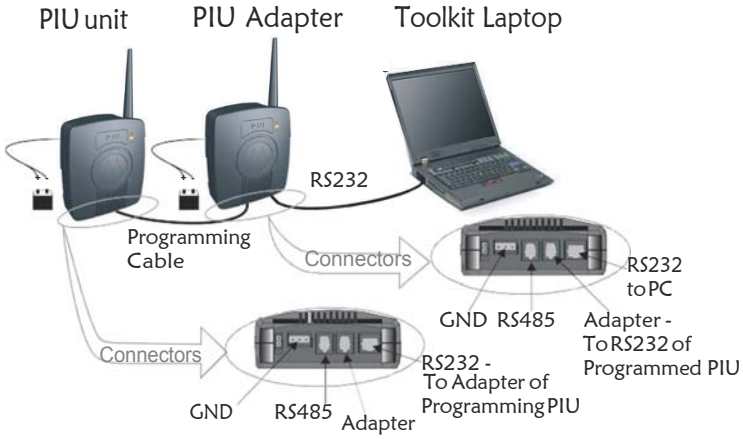

Figure 23
1. Connect the PIU adapter RS232 port to the computer with the FTN6597B cable (see Figure 23).